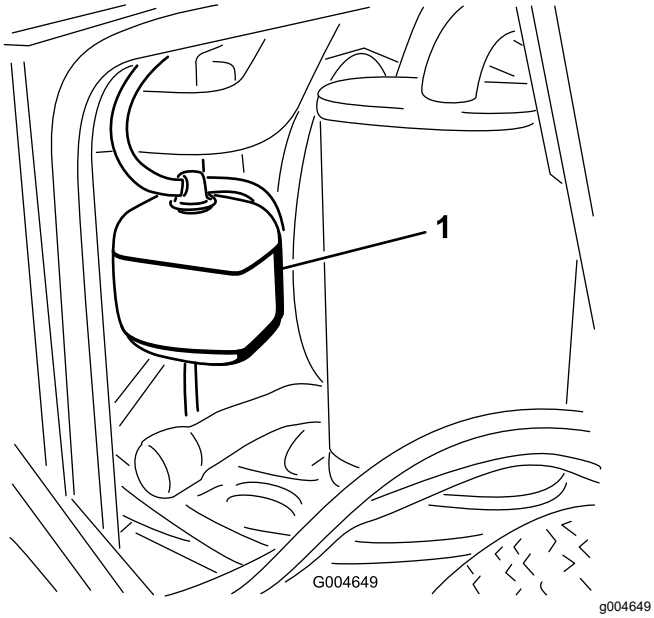

Figur 44
1. Kontrollera kylvätskenivån i expansionstanken (Figur 44).